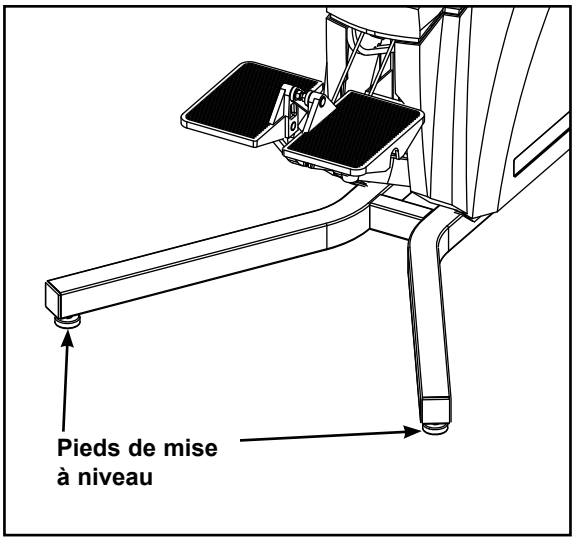

Figure 12
C. Repérez les pieds de mise de niveau à l'arrière de l'appareil. Reportez-vous à la figure 12.